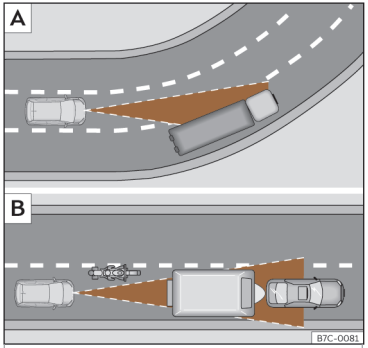

Fig. 174 A Veicolo in curva. B Motociclista che circola anteriormente fuori dal raggio d'azione del sensore radar.
L'ACC potrebbe non rilevare il veicolo che precede in una curva o potrebbe regolare la distanza con veicoli che si trovano su altre corsie››› **fig. 174** A.
- Veicoli che circolano disallineati o al di fuori del raggio di rilevamento del sensore, ad esempio motocicli.››› **fig. 174** B